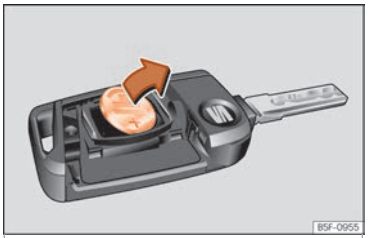

Fig. 123 Chiave del veicolo: estrarre la batteria.
- Estrarre la batteria dal vano con un oggetto fino adatto ››› fig. 123.
- Collocare la nuova batteria come illustrato ››› fig. 123 e inserirla nel vano batteria nella direzione contraria a quella indicata dalla freccia ››› ❗.